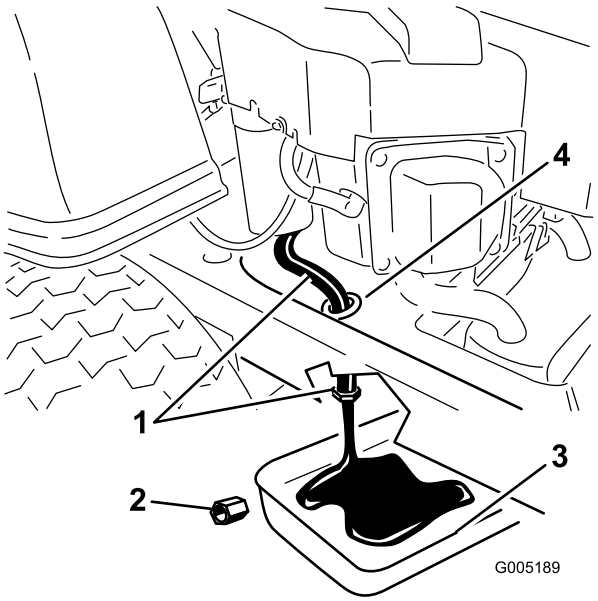

Bild 33
5. Finden Sie den Ölablassschlauch links am Motor. Die Ablassschraube ist am Ablassschlauch befestigt, der durch ein Ablassloch im Maschinenrahmen verlegt ist (Bild 33). Reinigen Sie den Bereich um die Ölablassschraube und den -schlauch.
6. Stellen Sie direkt unter den Ölablassschlauch eine Wanne unter die Maschine, wie in Bild 33 dargestellt.
Ölablassschlauch und lösen Sie mit dem anderen die Schraube) (Bild 33).
13. Wenn das Öl vollständig abgelaufen ist, setzen Sie die Ölablassschraube wieder ein. Ziehen Sie die Schraube mit 14 Nm an. Wischen Sie überflüssiges Öl ab (Bild 33).